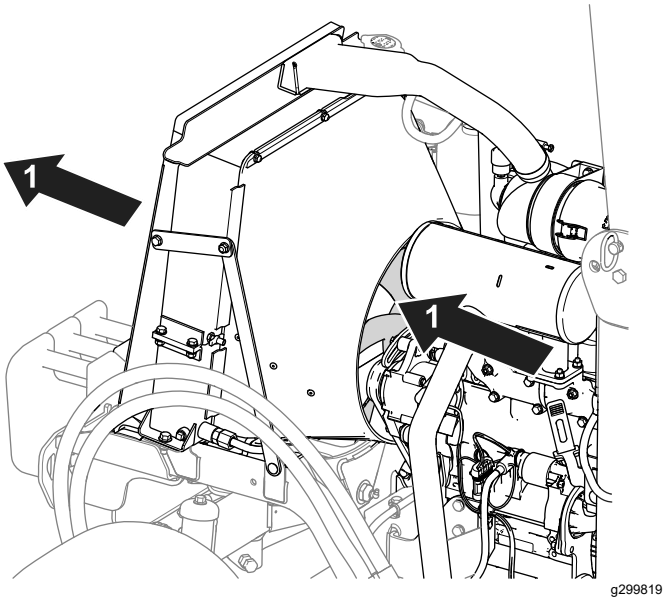

Figuur 72
- Reinig de radiateurribben met perslucht. Richt de lucht uit de machine (Figuur 72).